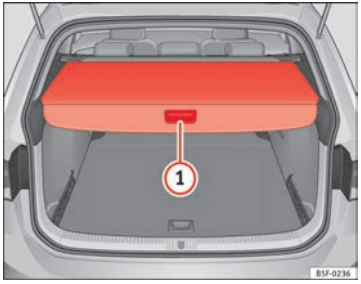

Fig. 94 In the luggage compartment: closing the rear shelf
- Press the handle of the rear shelf (**press**) until it is released ⇒ Fig. 94 (1). The shelf will slide automatically to the end until it is totally retracted.